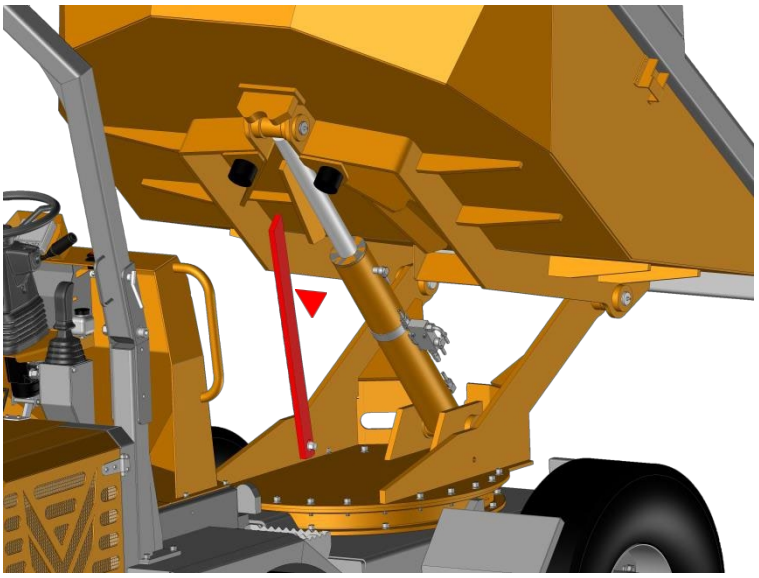

Figure 34. Accès sous la cuvette.
f. Effectuer des réparations sur le vérin hydraulique et sa vanne d'arrêt sous la benne : ouvrir la béquille et la soulever sous la benne pour fixer sa position (figure 34), abaisser la benne jusqu'à ce qu'elle repose fermement sur la béquille**.**